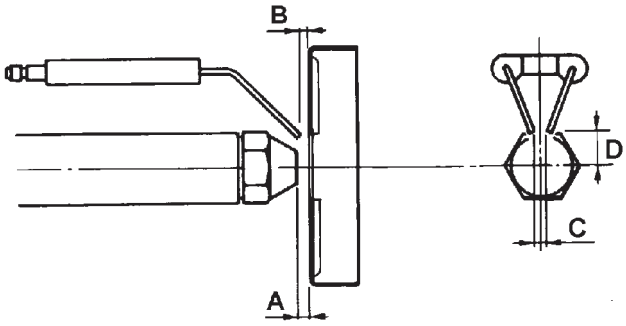

Fig. 18
- esame elettrodi di accensione e relativi isolatori in ceramica, pulizia, eventuale registrazione e se necessario, sostituzione vedere Fig. 18.